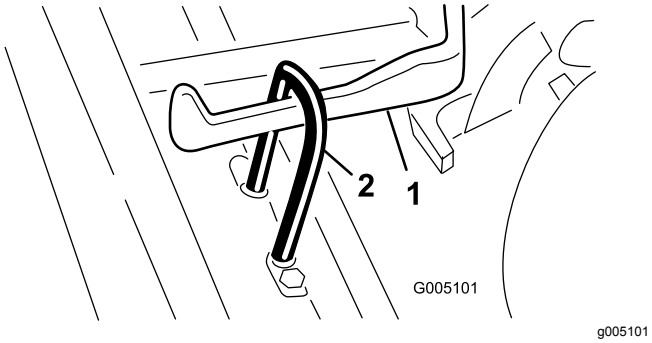

Figuur 7
2. Schuif het maaidek onder het trekframe terwijl u de hefhaak vastzet aan de hefarm (Figuur 7).